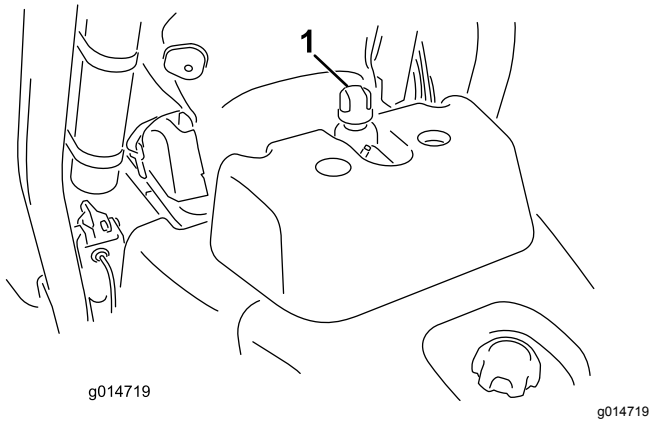

Figure 32
2. Retirez le bouchon du réservoir (Figure 32).